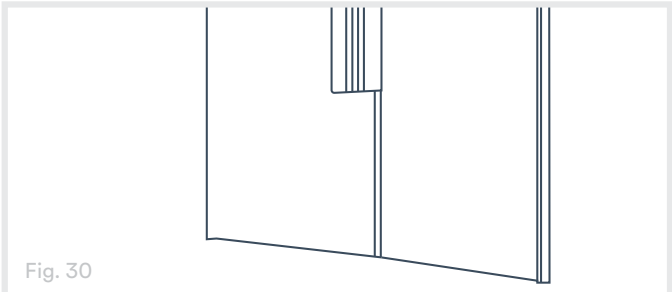

Fig. 30
3. Using the tip of the tin snips or the oscillating multi-tool, remove the remaining teeth material between your vertical snip and the bottom edge (end) of the trim (Fig. 30). The remaining material should be small enough to allow the Snap-In H Trim piece to sit flush overtop of the Trusscore Wall&CeilingBoard panel below it, without obstruction.